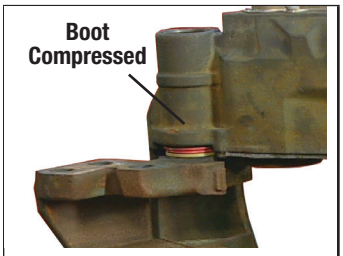

Figure 84 – Boots Must Be Compressed Fully During Cap Installation
5.6.38 *See Figure 84.* Place the caliper/carrier assembly on a bench so that the inner boots are fully compressed, check that the bores are clean and dry (e.g. free from lubrication).